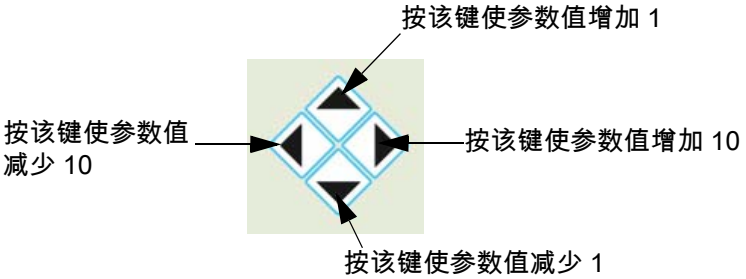

图 3-15: 使用方向键修改参数值
- 如果软件选项含有一个参数值 （显示在黑框中），使用方向键增加或减少参数值 （参阅图 3-15 第 3-15 页）。